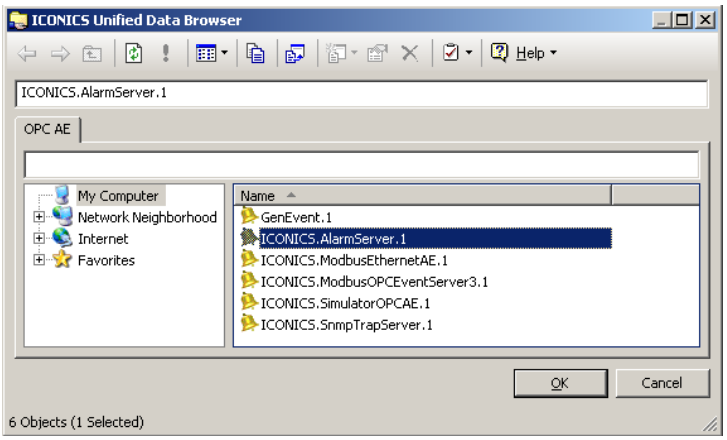

Figure L8.4 - ICONICS AlarmWorX32 Server
14. In the Event Subscription dialog that pops up, click on the “Browse” button to browse for the ICONICS AlarmWorX32 Server as shown in Figure L8.4.